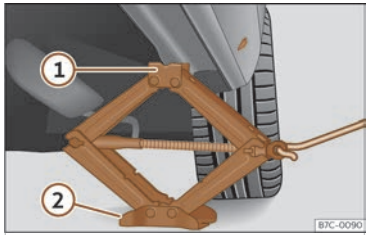

Fig. 259 Crossbar: mounting the jack on the vehicle.
- Turn the jack crank handle, located below the crossbar support point, to raise it until the tab ① ››› **Fig. 259** is below the housing that is provided.
- Align the jack so that the tab ① "grips" onto the housing provided on the cross member and the mobile base ② is resting on the ground. The base plate ② should fall vertically with respect to the support point ①.